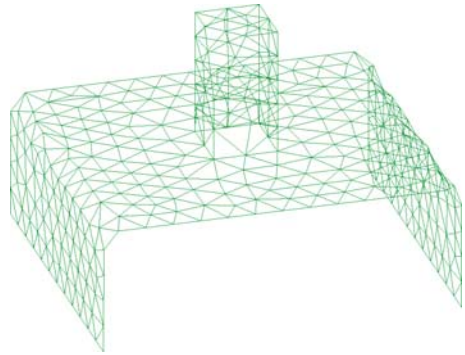
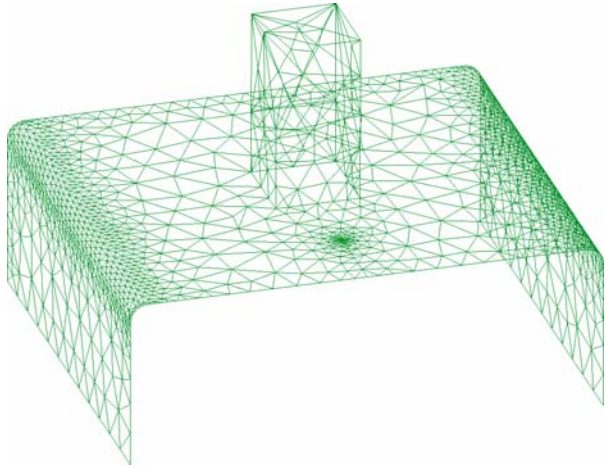

Figure 10. Mesh using the RJump mesher.
Figure 13. Mesh using the RJump mesher, assigning sizes by chordal error and forcing an entity to be meshed.
6. Another window appears in which you can enter a maximum element size. Leave the default value unaltered and click **OK**. This results in a mesh where contact lines between surfaces that are tangent enough do not have nodes; contact points between lines tangent enough are also skipped when meshing (see Figure 10).
7. Another window appears in which you can enter a maximum element size. Leave the default value unaltered and click **OK**. This results in a mesh like the one obtained before (in Figure 10), but with high concentration of elements around point number 29. Note that there are nodes on line number 43 because we have forced RJump not to skip this line (see Figure 13).